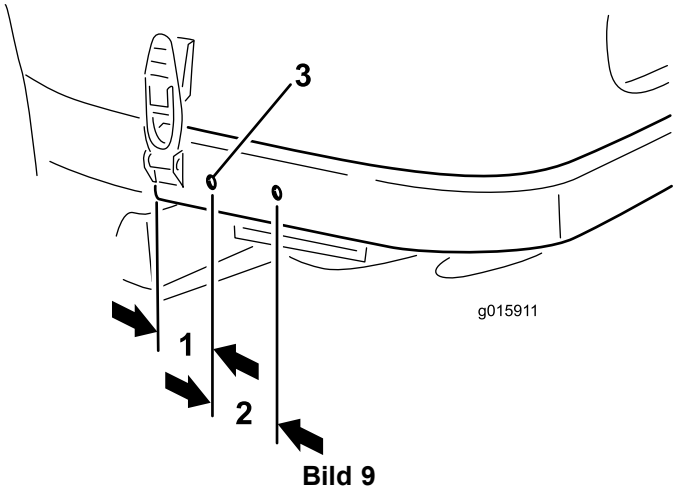

Bild 9
2. Verwenden Sie die Abmessungen in Bild 9 und markieren und bohren Sie zwei 9 mm große Löcher in jede Seite des Heckrahmens. Zentrieren Sie die Löcher im Rahmen